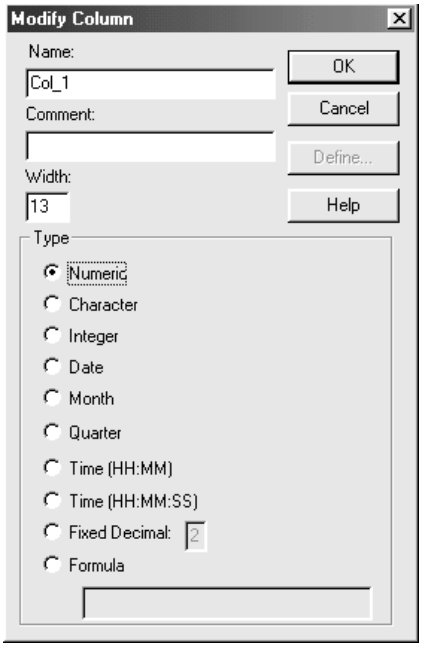

Figure 4-2. Modify Column Dialog Box
3. Access the Modify Column dialog box in one of three ways: double click on a column name, select Modify Column from the Edit menu, or use the DataSheet pop-up menu. (see Figure 4-2).